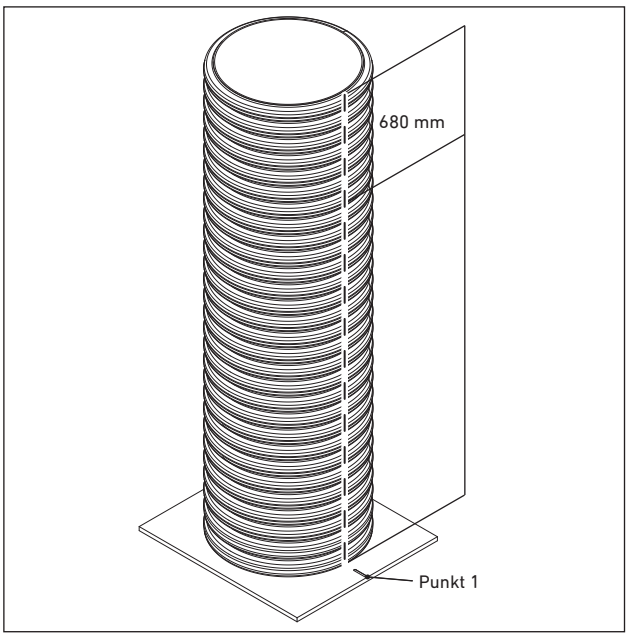

Bild 4
- Placera utloppet på motsatt sida på brunnen som inloppet. Se punkt 1 (bild 4).